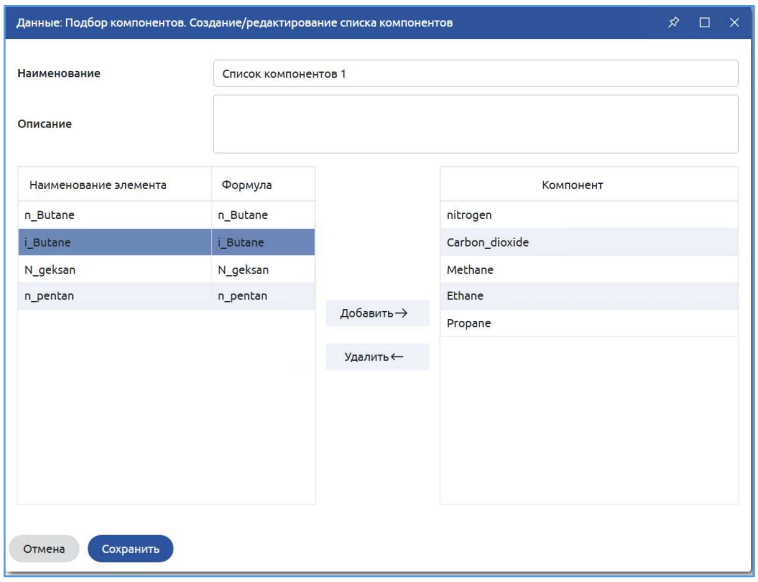

Рисунок 27. Создание списка компонентов
3. Выполнить команду + «Создать», в результате будет открыто диалоговое окно «Данные: Подбор компонентов. Создание/редактирование списка компонентов». В левой части окна отображается список доступных компонентов, сформированный на основе справочника химических элементов. В правой части - химические элементы, включенные в формируемый список компонентов. Формирование списка компонентов выполняется с помощью кнопок «Добавить->» и «Удалить <-» (Рисунок 27).